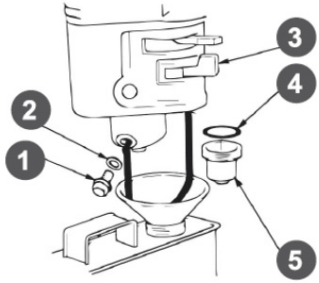

Рис. 26 Обслуживание фильтра-отстойника
1. Установите рычаг топливного крана 3 (Рис. 26) в положение «ЗАКРЫТО».
3. Открутите болт 1 сливного отверстия и слейте топливо из поплавковой камеры карбюратора (Рис. 26).
4. Открутите стакан отстойника 5, вылейте из него топливо в заранее подготовленную емкость (Рис. 26).